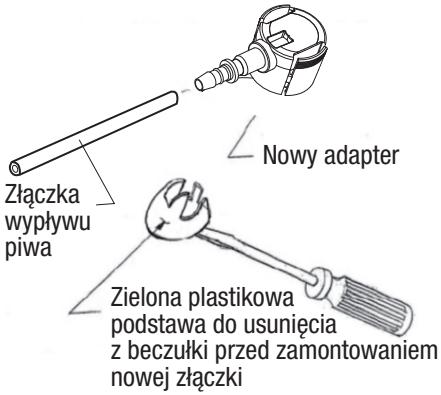

Rysunek 7
1. Zdjąć adapter z beczułki ciśnieniowej (rysunek 7). Przekazać adapter do recyklingu zgodnie z lokalnymi przepisami dotyczącymi ochrony środowiska.